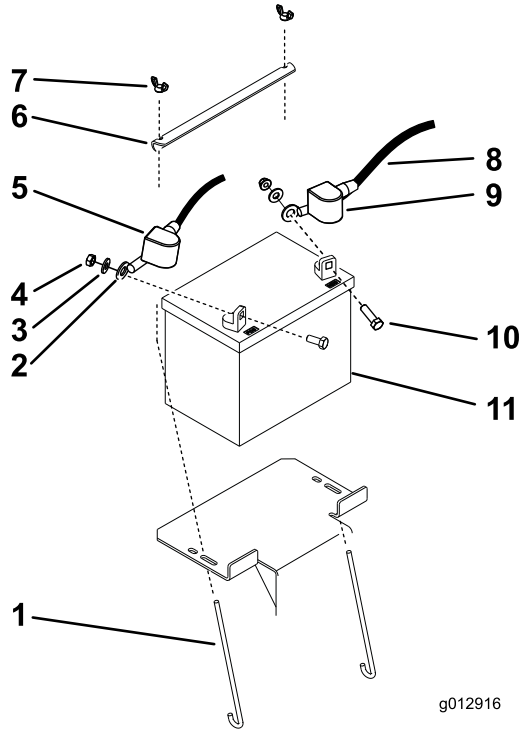

**Figure 37**
3. Enlevez le capuchon en caoutchouc noir qui protège le câble négatif. Débranchez le câble négatif de la batterie de la borne négative (-) de la batterie (Figure 37).
4. Enlevez le capuchon rouge de la borne positive (rouge) de la batterie. Débranchez ensuite le câble positif (rouge) de la batterie (Figure 37).
5. Déposez la plaque de maintien de la batterie (Figure 37) et enlevez la batterie.
1. Placez la batterie sur la machine (Figure 37).
3. Commencez par relier le câble positif (rouge) à la borne positive (+) de la batterie avec un écrou, une rondelle et un boulon (Figure 37). Glissez le capuchon de caoutchouc sur la borne de la batterie.
4. Reliez ensuite le câble négatif et le câble de masse à la borne négative (-) de la batterie avec un écrou, une rondelle et un boulon (Figure 37). Glissez le capuchon de caoutchouc sur la borne de la batterie.